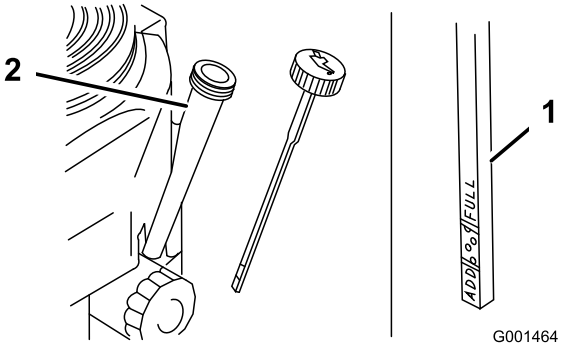

**Rysunek 35**
4. Oczyść obszar wokół wskaźnika poziomu oleju (Rysunek 35), aby zabrudzenia nie przedostały się do otworu napełniania i nie uszkodziły silnika.
5. Odkręć wskaźnik poziomu oleju i oczyść końcówkę (Rysunek 35).
6. Wsuń wskaźnik poziomu oleju jak najgłębiej do przewodu olejowego, ale nie przykręcaj go do przewodu olejowego (Rysunek 35).
8. Powoli wlej około 80% oleju do przewodu olejowego (Rysunek 35).